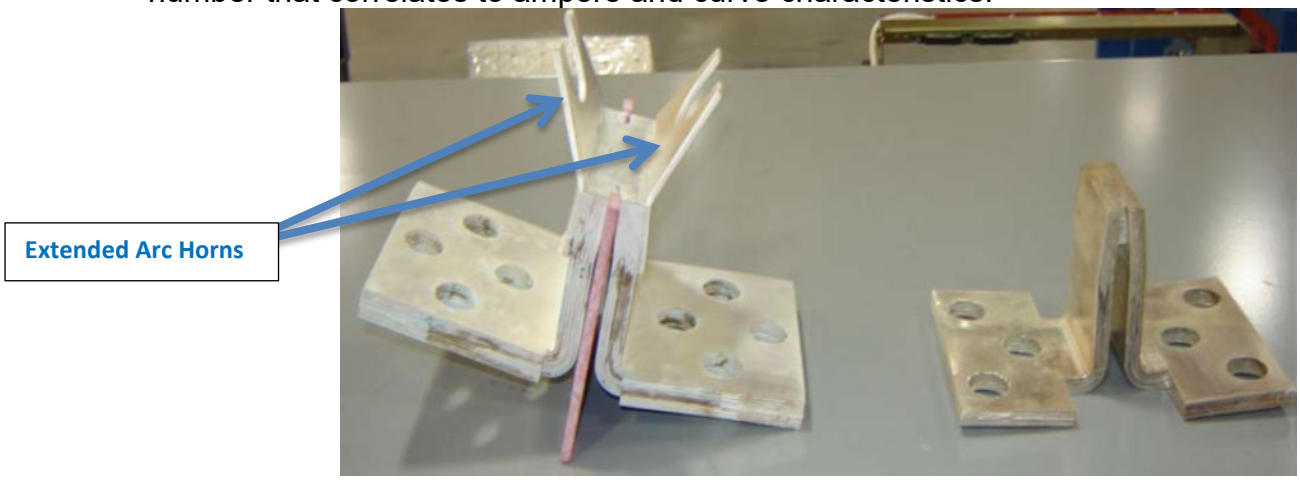

Figure 2 – Fuses
11. Fuse Inspection: (See Figure 2.)